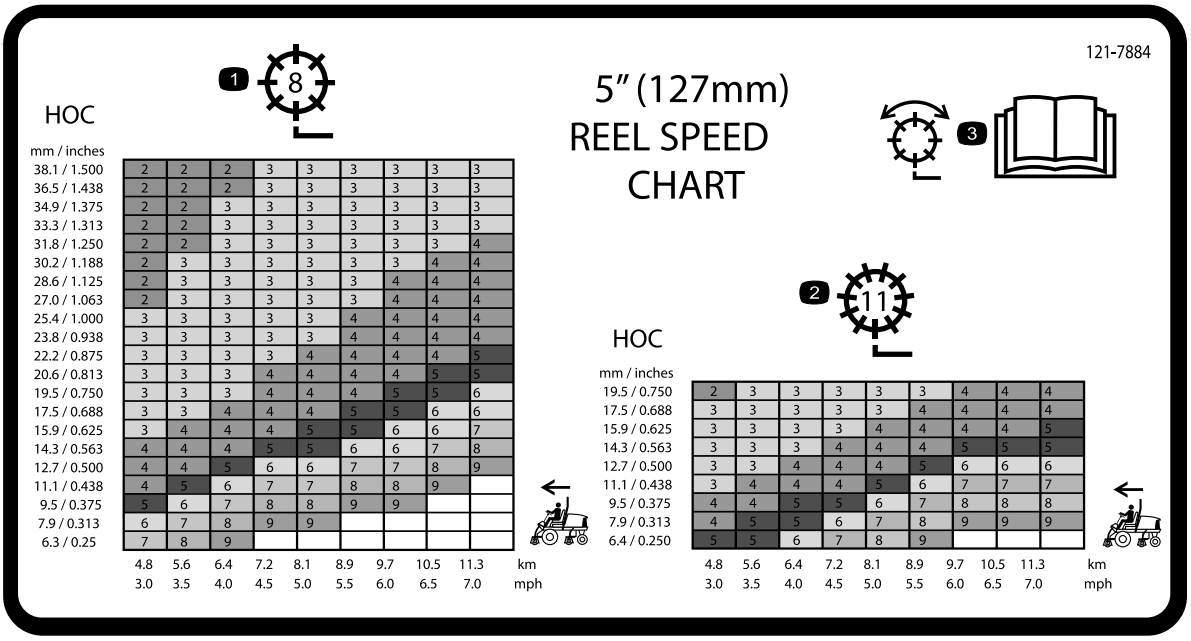
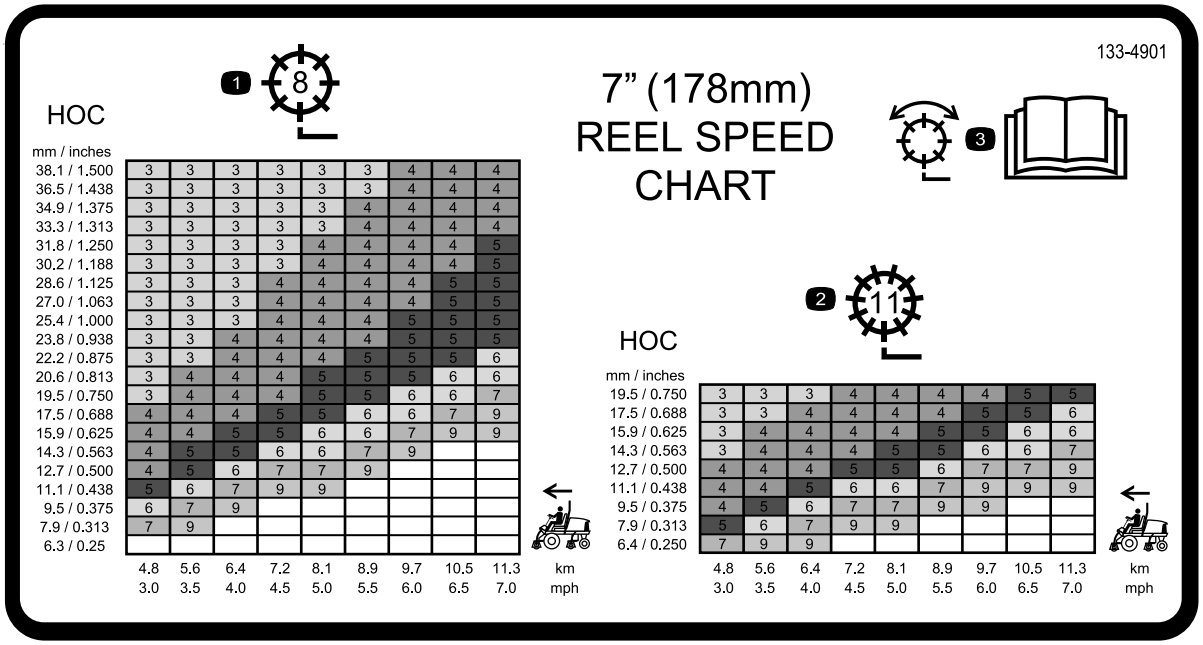

Figur 40
Figur 41
3. Bestäm korrekt hastighet för cylindrarna genom att använda kurvan på dekalen med tabellen över cylinderhastighet (Figur 40 och Figur 41).